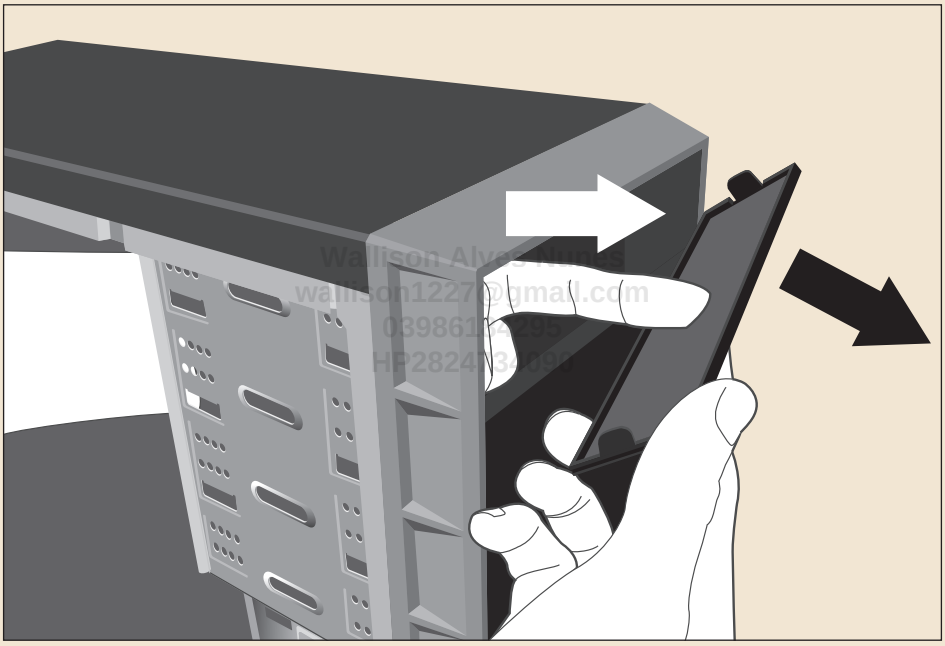
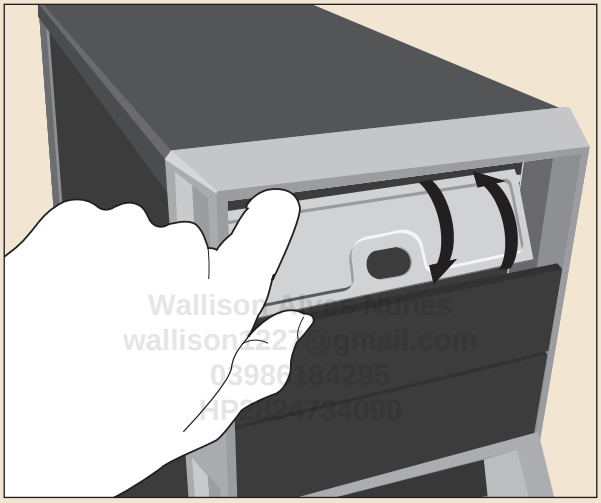

Figura 21.1: Remova a tampa da baia de 5,25 polegadas onde a unidade óptica será instalada.
Figura 21.2: Quebre a chapa metálica presente na baia de 5,25 polegadas.
2. No painel frontal do gabinete, remova a tampa que cobre a baia de 5,25 polegadas escolhida. Na maioria das vezes, para remover esta tampa, você precisa empurrá-la com uma das mãos a partir de dentro do gabinete, como ilustramos na Figura 21.1.
Você deverá guardar a tampa plástica que foi removida do gabinete (Figura 21.1) para caso, no futuro, pretenda desinstalar, de forma definitiva, a unidade óptica do seu computador. Já a chapa metálica (ver Figura 21.2) deverá ser jogada no lixo, pois ela não terá qualquer serventia.
3. Alguns gabinetes trazem uma chapa metálica atrás desta tampa, que precisa ser removida. Na maioria dos casos, você precisará literalmente quebrá-la, encaixando uma chave de fendas na ranhura existente (ou usando os dedos) e movendo a chapa para um lado e para o outro até que ela saia do gabinete. Em alguns poucos casos, esta chapa está aparafusada e você deverá desaparafusá-la (ver Figura 21.2).
Apesar de mostrarmos na Figura 21.2 a remoção dessa chapa metálica com a mão, você deverá tomar muito cuidado, pois nos gabinetes mais baratos, esta chapa é amolada e você poderá cortar os seus dedos. Portanto, de preferência, use uma chave de fendas e/ou um alicate de bico fino para este procedimento. Montadores de computador que trabalham em linhas de montagem utilizam luvas de tecido para acelerar este procedimento – já que é mais rápido usar os dedos do que ferramentas para remover esta chapa –, e luvas previnem cortes.